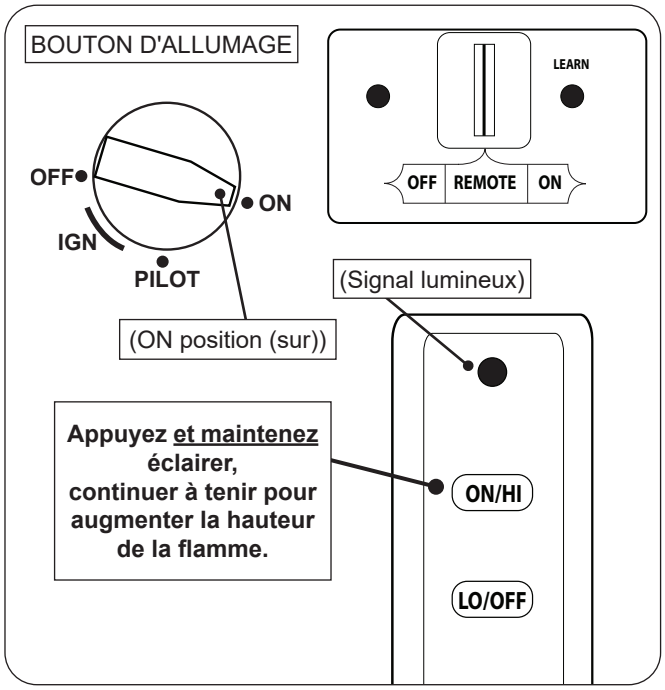

Fig. 52-1 Éclairage à distance
1. Assurez-vous que la veilleuse brûle. Tournez le bouton d'allumage dans le sens antihoraire ↶ sur **ON** (sur) (voir Fig. 52-1).
2. Localisez l'interrupteur à 3 positions sur le récepteur à distance et faites glisser l'interrupteur sur REMOTE (télécommande) (voir Fig. 52-1).
3. Localisez la télécommande et maintenez enfoncé le bouton **ON / HI** (sur/ haut) (voir Fig. 52-1). La séquence d'allumage commencera.